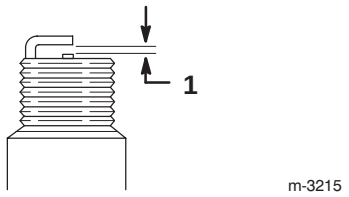

Figure 17
8. Set the gap on the new spark plug at 0.030 inch (0.76 mm) as shown in Figure 17.